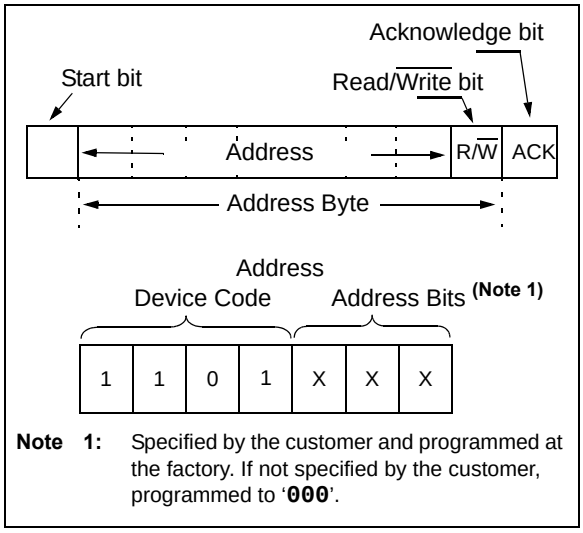
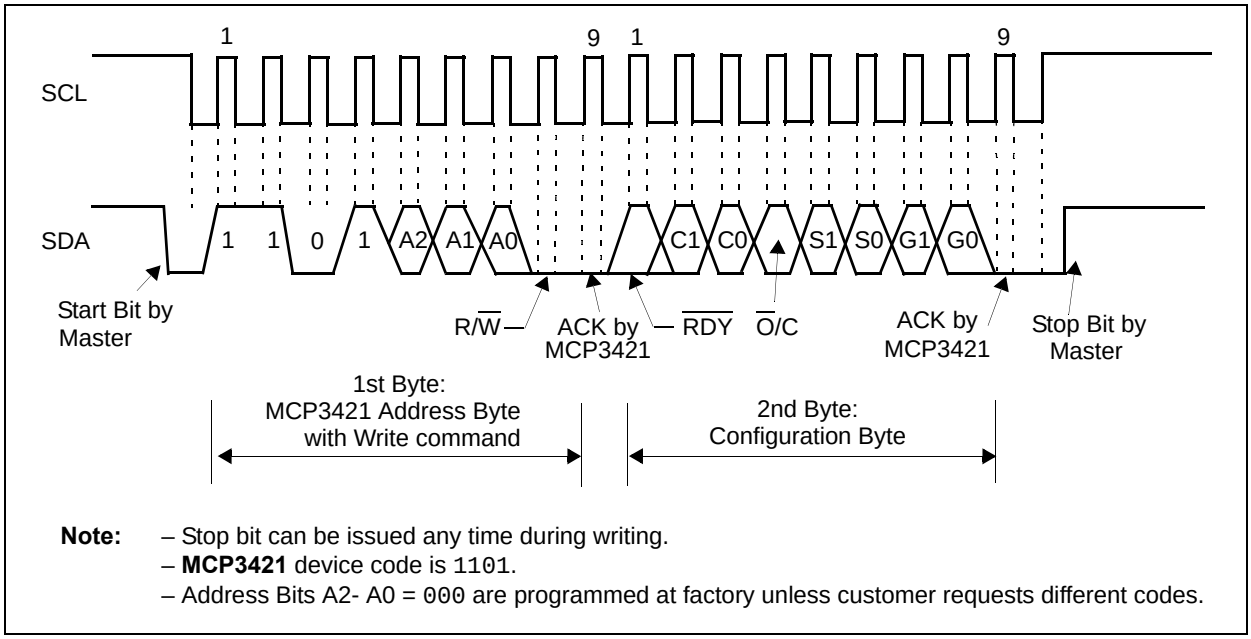

FIGURE 5-1: *MCP3421 Address Byte.*
FIGURE 5-2: *Timing Diagram For Writing To The MCP3421.*
The user operates the device by setting up the device configuration register using a write command (see Figure 5-2) and reads the conversion data using a read command (see Figure 5-3 and Figure 5-4). The device operates in two modes: (a) Continuous Conversion Mode or (b) One-Shot Conversion Mode (single conversion). This mode selection is made by setting the $\overline{O}$/C bit in the Configuration Register. Refer to **Section 5.2 "Configuration Register"** for more information.
Figure 5-1 shows the address byte. Figure 5-2 through Figure 5-4 show how to write the configuration register bits and read the conversion results.
- See Figure 5-1 for details in Address Byte.